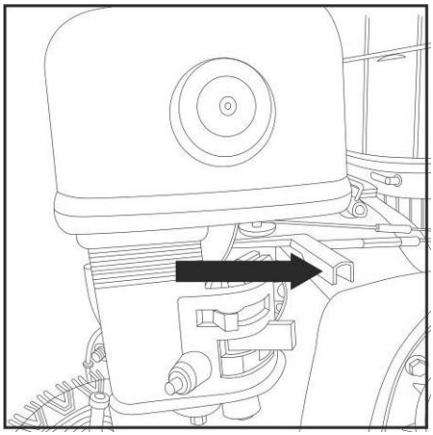

Рис. 11
7. Рычаг газа (Рис. 11) установите в среднее положение.
9. После запуска двигателя рычаг газа (рис. 11) установите в режим холостого хода (крайнее правое положение)